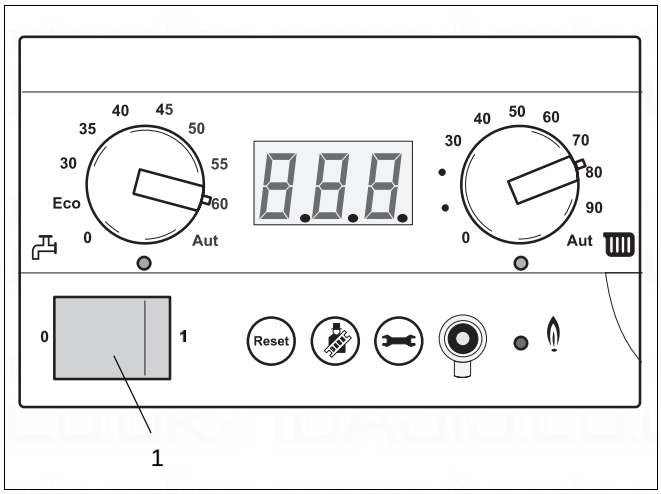

fig. 20 UBA
Connection must be made in a way that allows complete isolation of the electrical supply such as a double pole switch having 3 mm (1/8") contact separation in both poles, or a plug and socket, serving only the boiler and system controls. This boiler is equipped with a double pole switch → fig. 20, item 1. The means of isolation must be accessible to the user after installation.